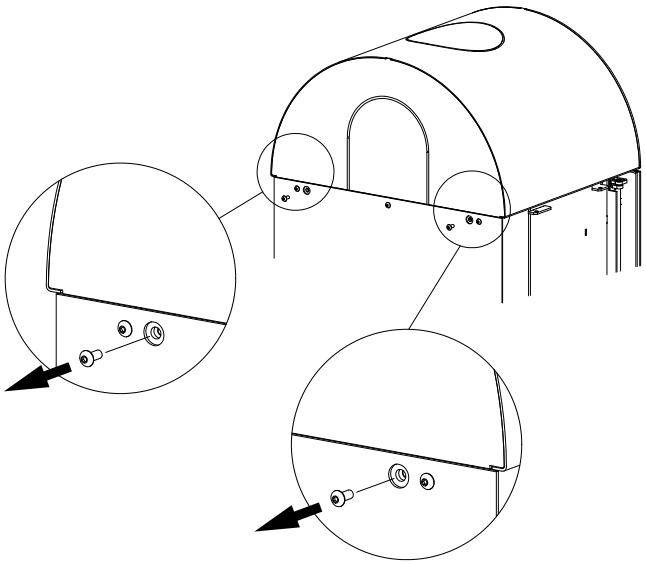

fig. 2
- Desatornillar y quitar la tapa de cierre detrás y delante (véase fig. 2 – 4).